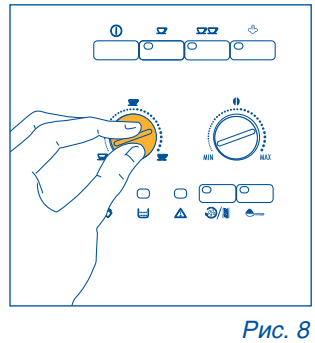

Рис. 8
3) Поверните левую ручку, рис. 8, для установки количества молотого кофе. Чем больше повернута ручка по часовой стрелке, тем больше кофе получится. При первом использовании необходимо путем проб приготовить несколько чашек кофе, чтобы определить правильное положение ручки.